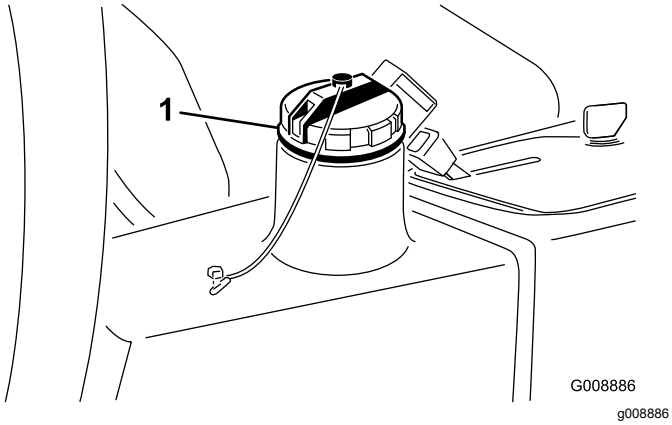

**Figur 32**
2. Gör rent omkring påfyllningsröret och hydraultanklocket (Figur 32).